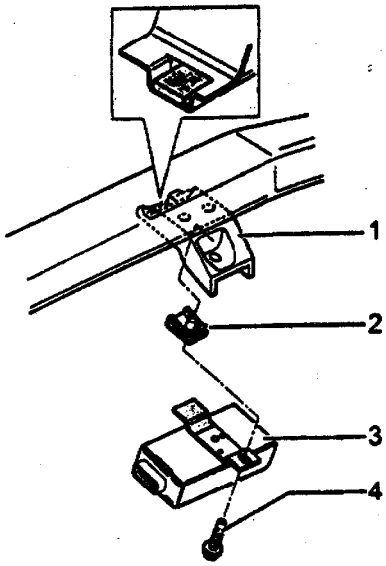

图 6－73
(1) 拆卸巡航控制装置
①拆卸手套箱。
②断开和拔出连接插头。
③如图 6－73 所示。拧松和拧开固定螺栓 4。